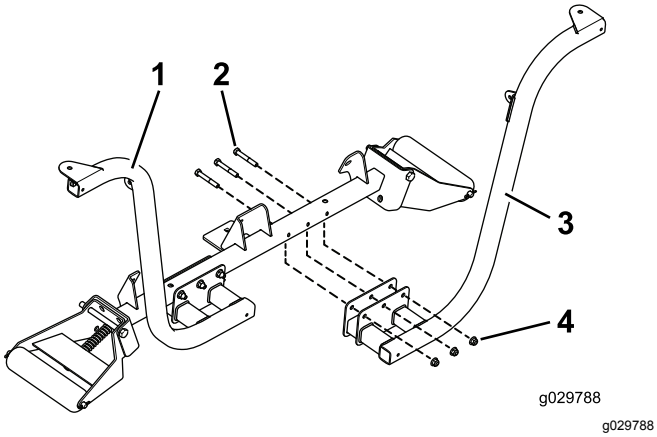

Figur 6
1. Fest den venstre og den høyre frontlysbraketten til fronten av valsestøtterøret med seks skruer (3/8 x 2-1/2 tomme) og seks flensmuttere (3/8 tomme), som vist i Figur 6.